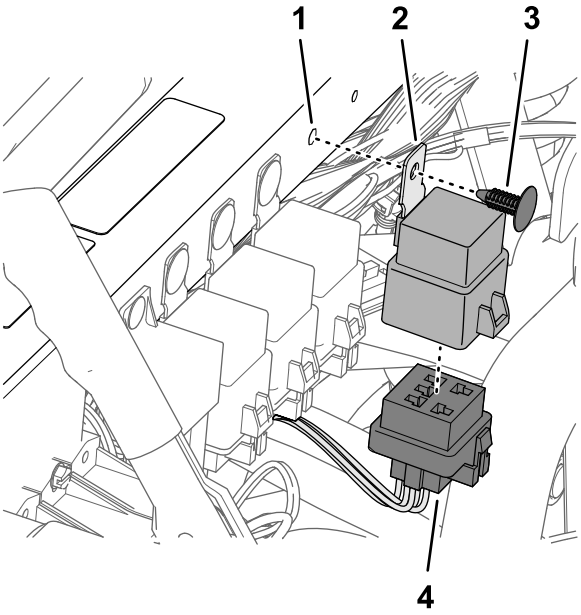

Figur 187
1. Tilslut relæets stik med 5 ben til stikket med 5 sokler (Figur 187) på sættets ledningsnet med angivelsen ASC 10-AKTIVERINGSRELÆ.
2. Ret hullet i relæets monteringstap ind efter hullet i stødstøtterøret, og fastgør relæet til røret med en skubbefastgørelsesanordning (Figur 187).